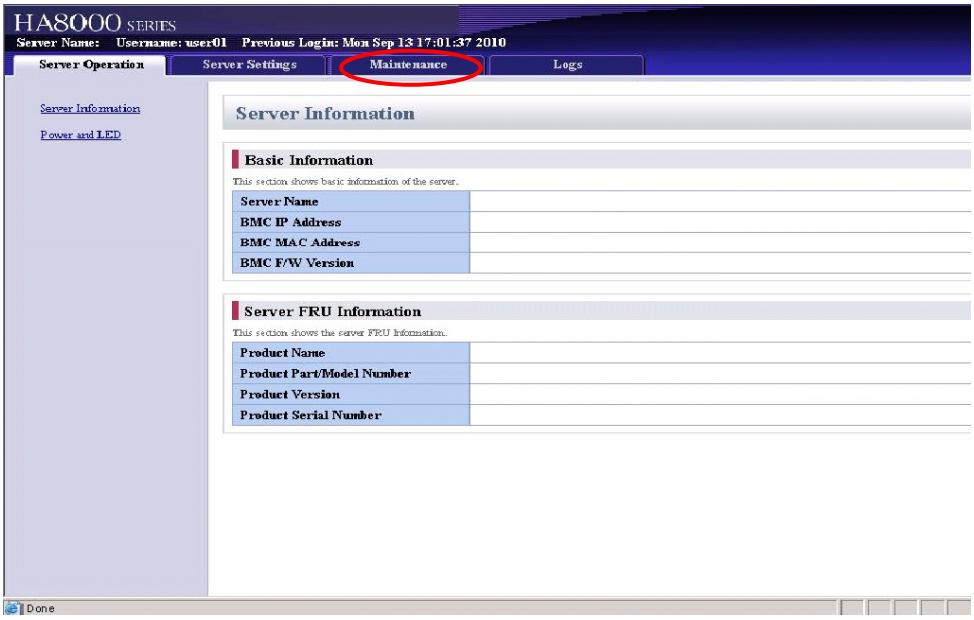

Figure B.2.2-6 Server Information window
(13) Server Information window is displayed as shown in Figure B.2.2-6.